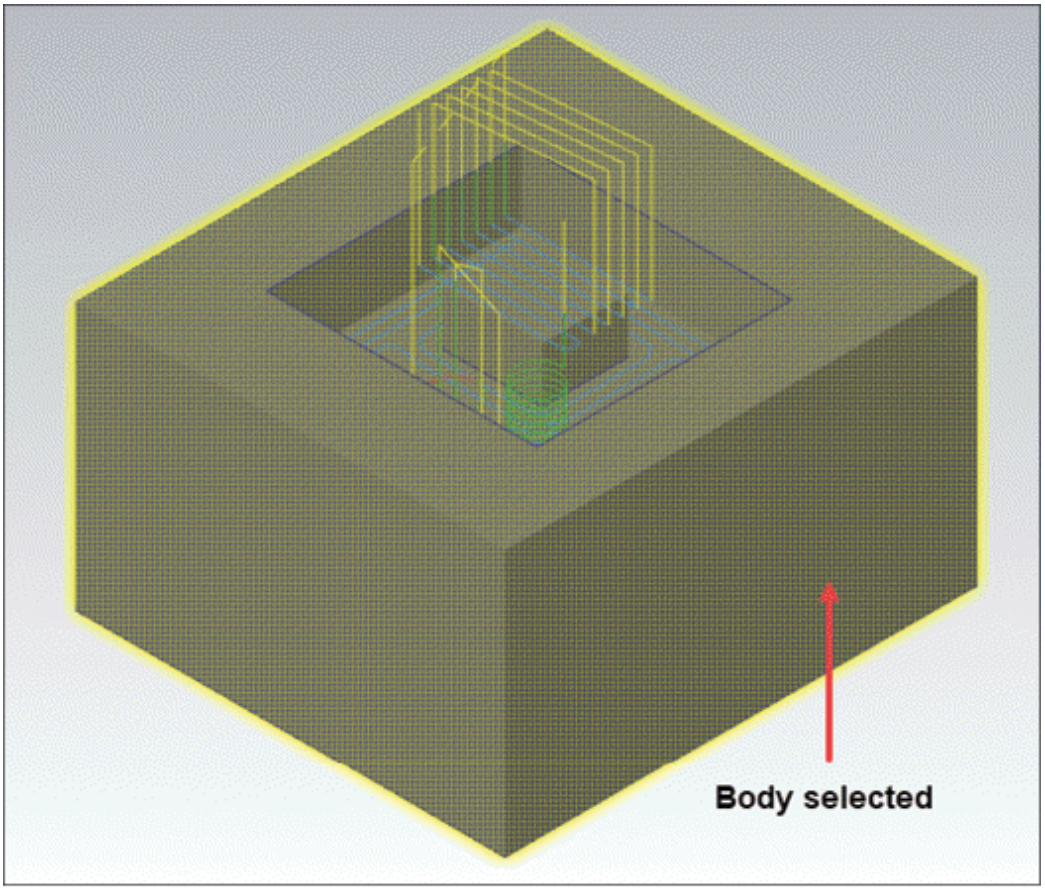

Figure-72. Faces selected for deburr
- Click on the **Select** button for **Machining geometries** section and select the faces of model/body whose edges are to be deburred; refer to Figure-72. Note that on triple clicking at face of body, you can select the full body. After selecting edges, click on the **End Selection** button from graphics area. The dialog box will be displayed again.